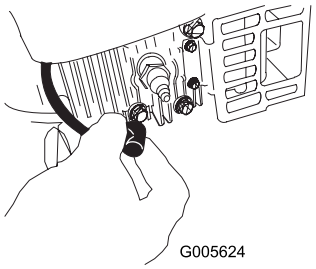

Figuur 28
2. Trek de bougiekabel los van de bougie alvorens onderhoudswerkzaamheden uit te voeren (Figuur 28).